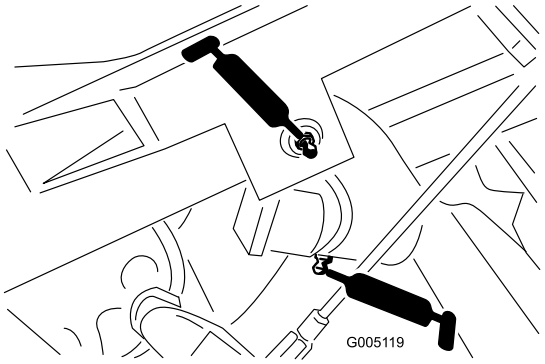

Figur 37
- Lyftarmstappen (3) och tappens gångjärn (3) (Figur 37)